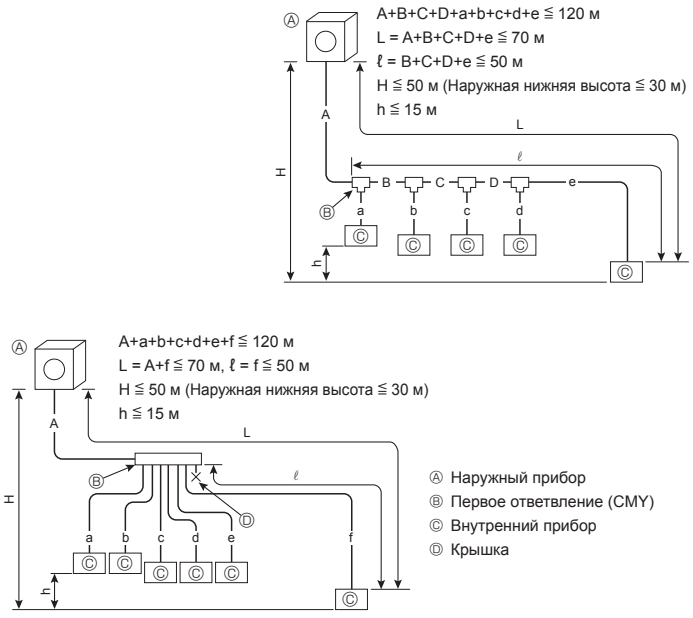

Fig. 4-1
4.1.1. Подключение без использования ответвительной коробки (Fig. 4-1)